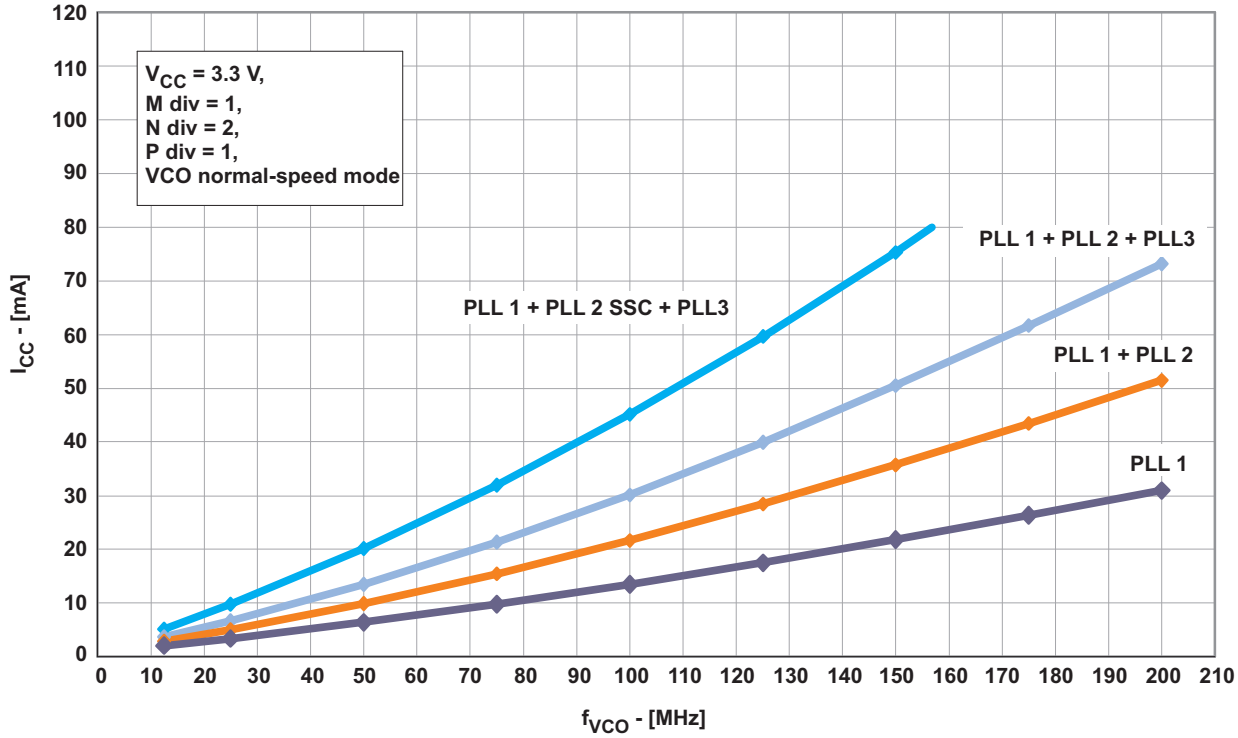
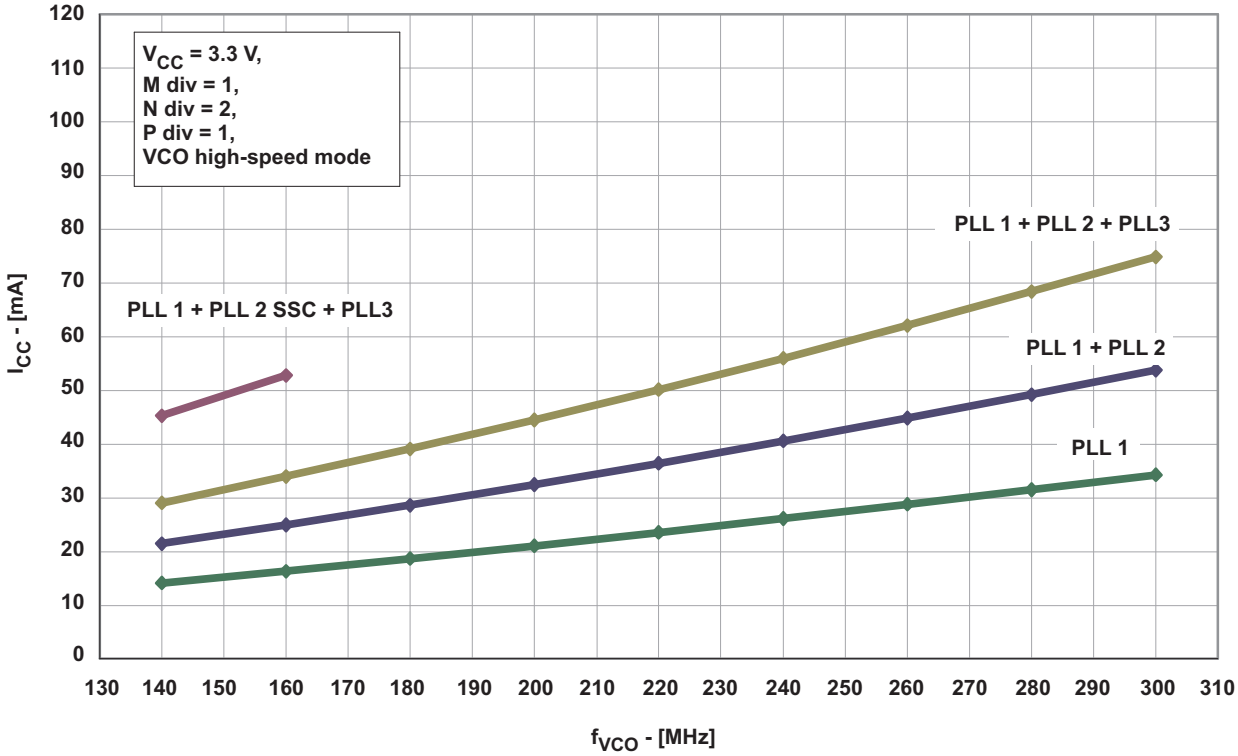
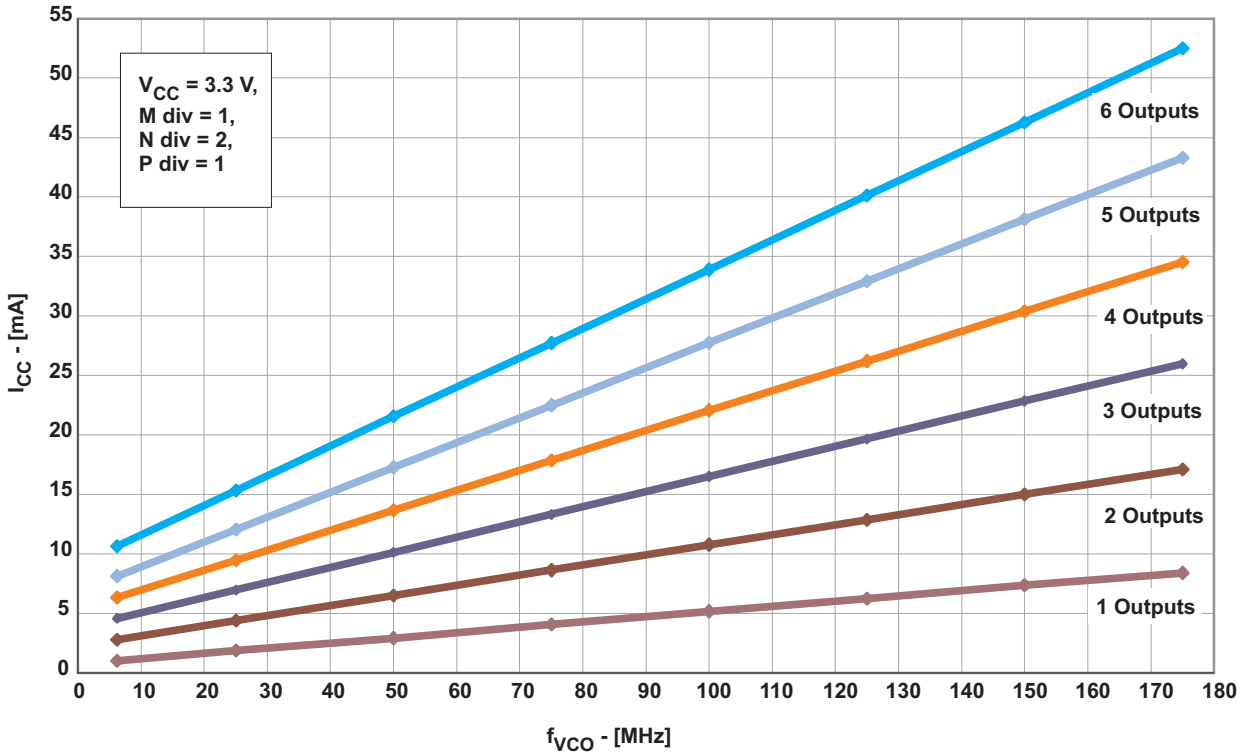
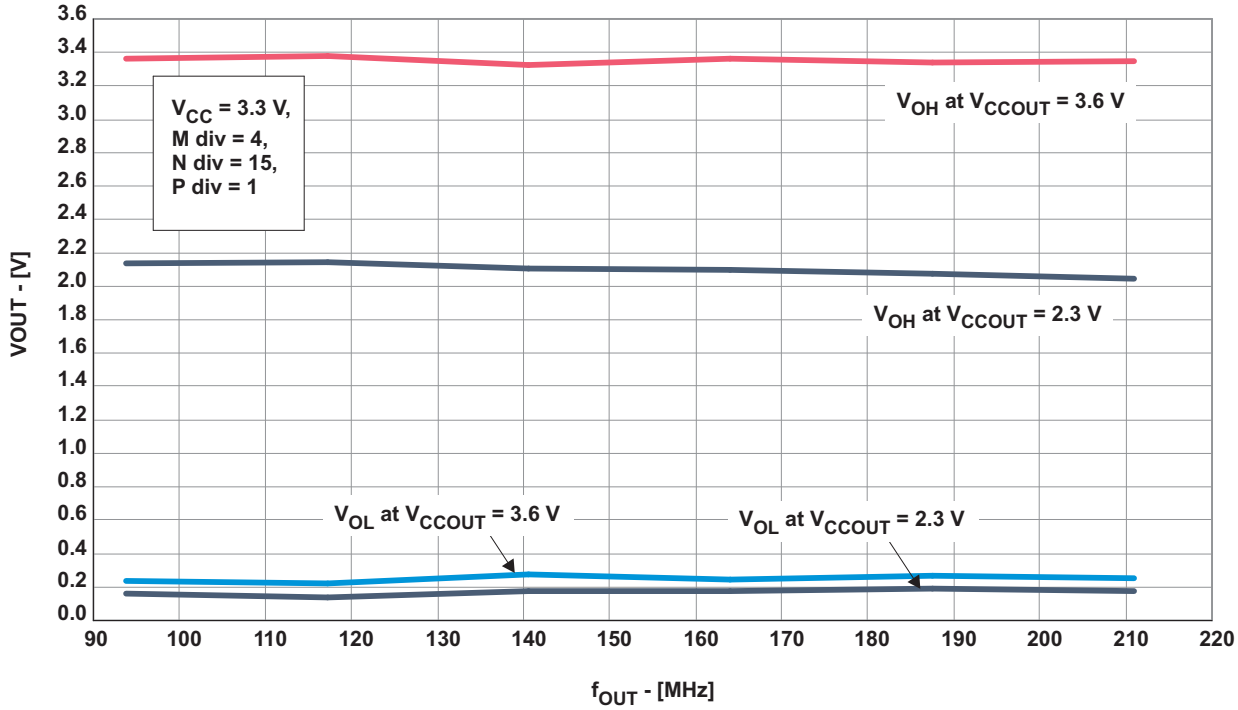

Figure 2. I_{CC} vs Number of PLLs and VCO Frequency (VCO at Normal-Speed Mode, Byte 6 Bit [7:5])
Figure 3. I_{CC} vs Number of PLLs and VCO Frequency (VCO at High-Speed Mode, Byte 6 Bit [7:5])
Figure 4. I_{CCOUT} vs Number of Outputs and VCO Frequency
Figure 5. Output Swing vs Output Frequency
(1) All typical values are at respective nominal V_{CC}.
(2) For calculating total supply current, add the current from Figure 2 , Figure 3 , and Figure 4 . Using high-speed mode of the VCO reduces the current consumption significantly. See Figure 3
(3) Normal-speed mode or high-speed mode must be selected by the VCO frequency selection bit in Byte 6, Bit [7:5]. The min $f_{(VCO)}$ can be lower but impacts jitter-performance.
(4) The maximum output frequency may be exceeded, but specifications under the Recommended Operating Condition may change and are no longer assured. Do not exceed the maximum power dissipation of the 20-pin TSSOP package (600 mW at no air flow). See Figure 5 .
(5) 50000 cycles.
(6) Jitter depends on configuration. Jitter data is for normal t_r/t_f, input frequency = 27 MHz, $f_{(VCO)}$ = 147 MHz output.
(7) The $t_{sk(o)}$ specification is only valid for equal loading of all outputs.